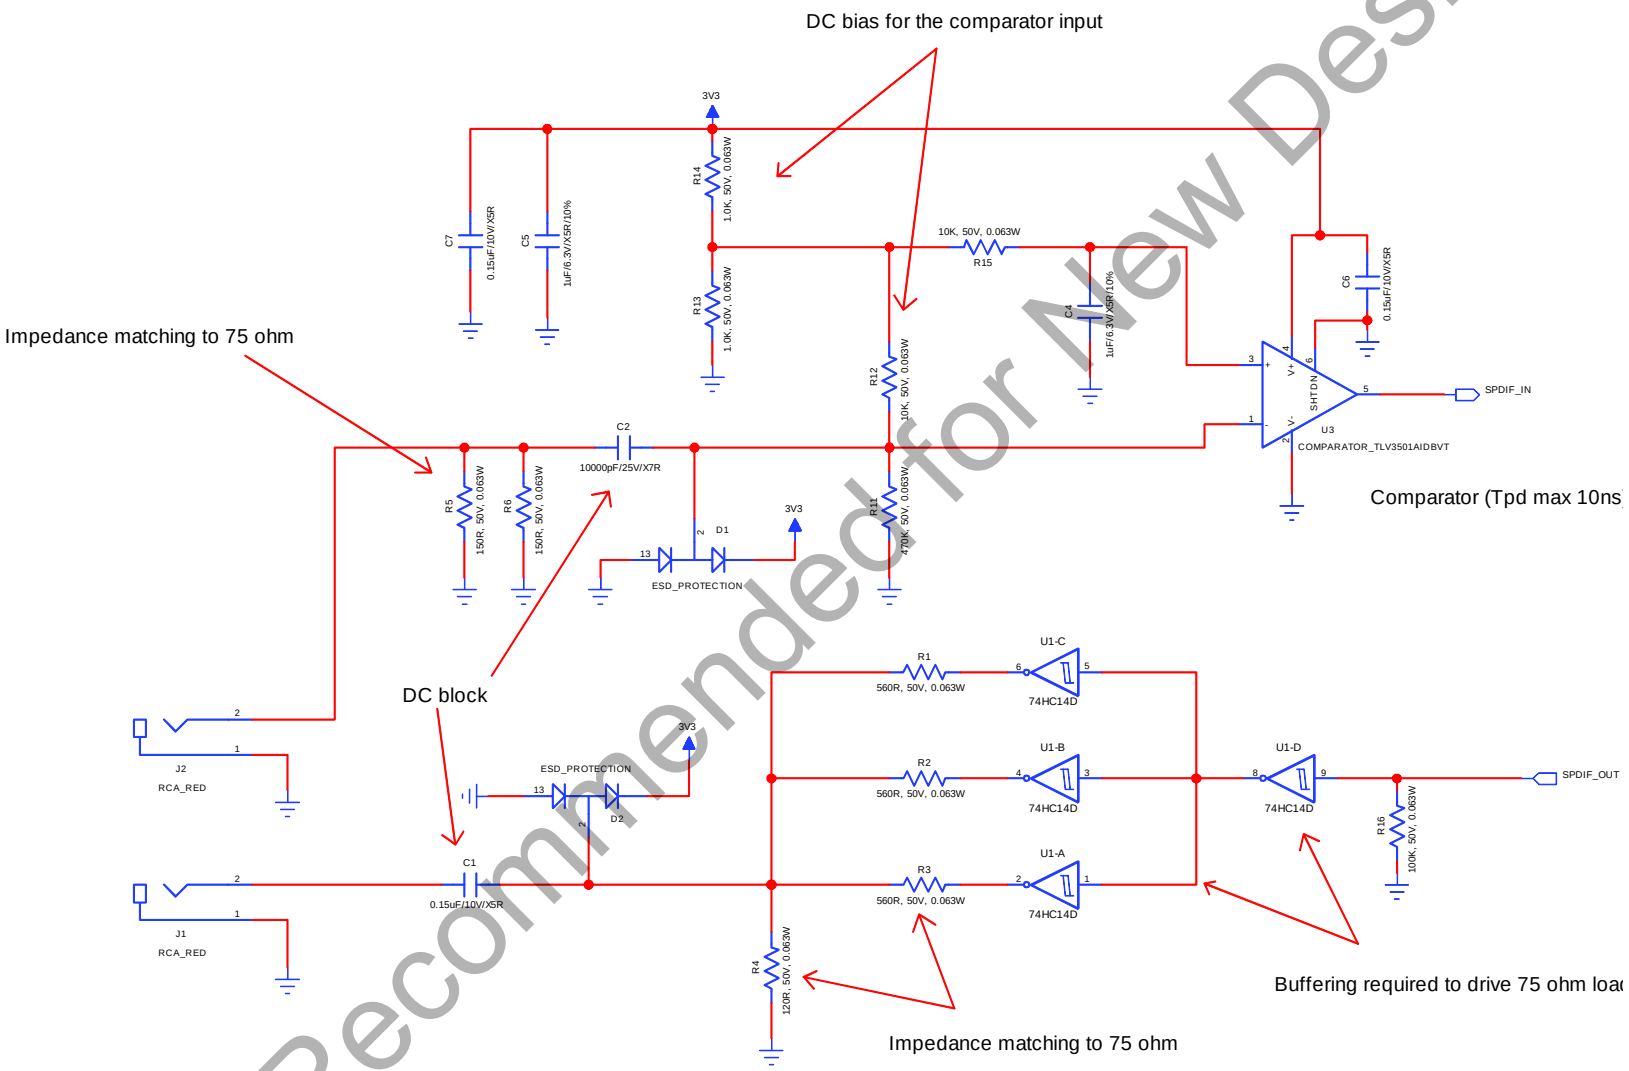

**Figure 24: Example circuit for SPDIF interface (co-axial)**
- 75Ω coaxial cable with an RCA connector, see Figure 24